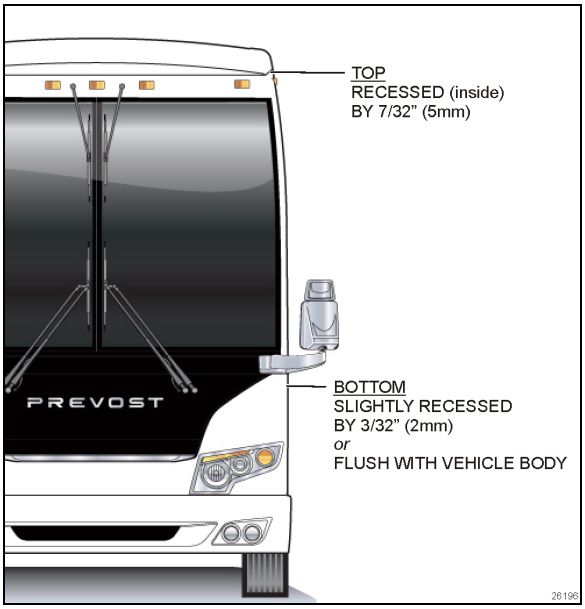

FIGURE 6: TILT ADJUSTMENT VALUES
The desired tilt adjustment is one where the top of the slide-out is slightly more recessed (inside) than the bottom. (Figure 6)
- The 2 lower “in limit” stoppers are perfectly adjusted, that means that the lower edge of the slide-out outer panel is flush or slightly in by 2mm (3/32”) with the vehicle body when retracted;(Figure 6)